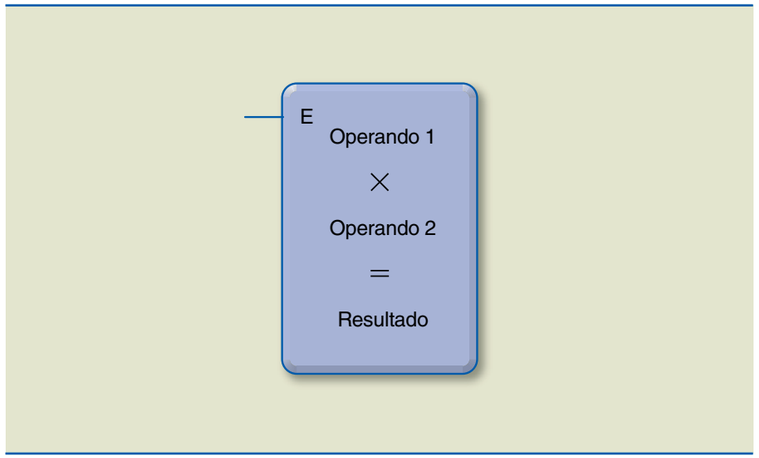

Figura 5.65
Quando essa instrução é habilitada por meio da entrada (E), executa-se a multiplicação dos operandos (OPR1 × OPR2), colocando o resultado em RES, conforme demonstra a figura 5.65.